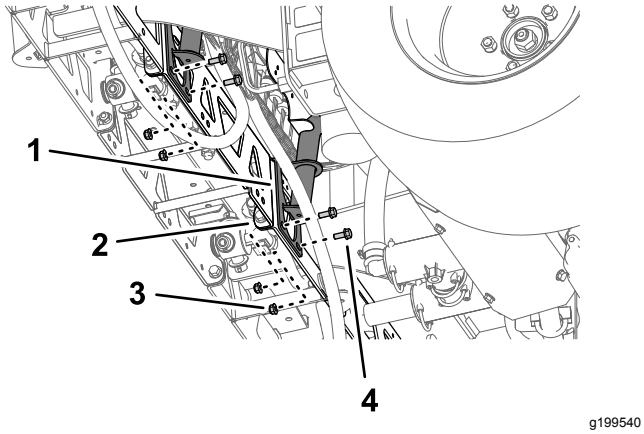
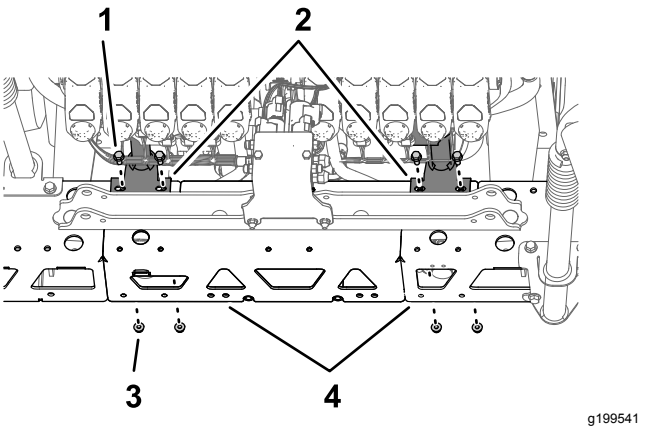

Figur 108
Figur 109
2. Juster hullerne på ventilbeslagets monteringsbeslag, så de passer med hullerne på afstiverstellet på midtersprøjtesektionen (Figur 108).
3. Monter ventilbeslaget på afstiverstellet (Figur 108 og Figur 109) med 4 bolte (5/16 x 3/4 tomme) og 4 flangelåsemøtrikker (5/16 tomme).